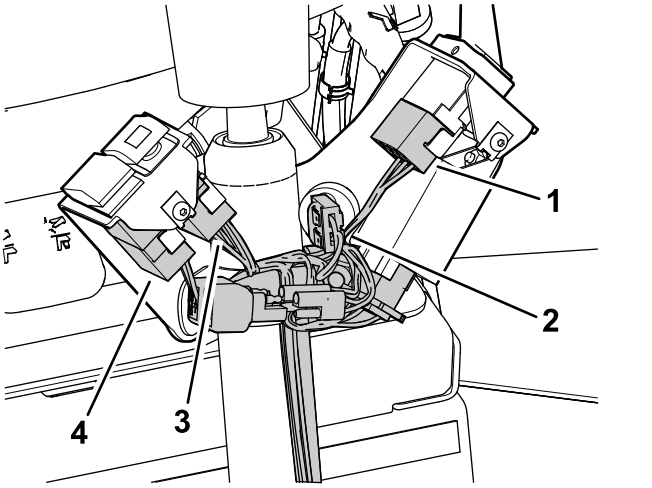

Bild 28
15. Stecken Sie die Anschlüsse in die Anschlüsse des Blinkermoduls, der Hupe, des Blinker- und Warnblinkanlagenschalters (Bild 28).